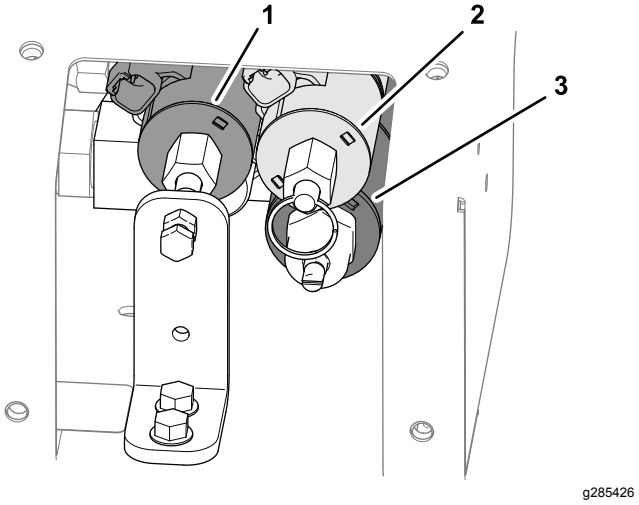

Figuur 29
3. Zoek de 3 regelkleppen (Figuur 29).